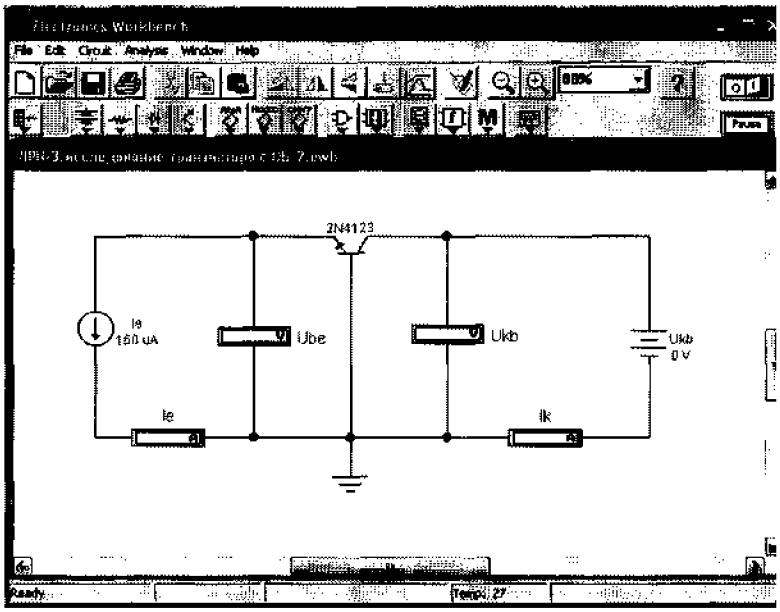

Рис. 8. Схема для исследования выходных характеристик транзистора с ОБ
9.1. На схеме (рис. 8) наведите курсор на источник постоянного тока I_e.
На схеме (рис. 8) наведите курсор на источник постоянного напряжения (батарею) $U_{кб}$(U_{kb}). В появившемся диалоговом окне **Battery Properties** (свойства батареи) в меню **Value** (параметр) установите значение 5 В и нажмите кнопку **ОК** диалогового окна.